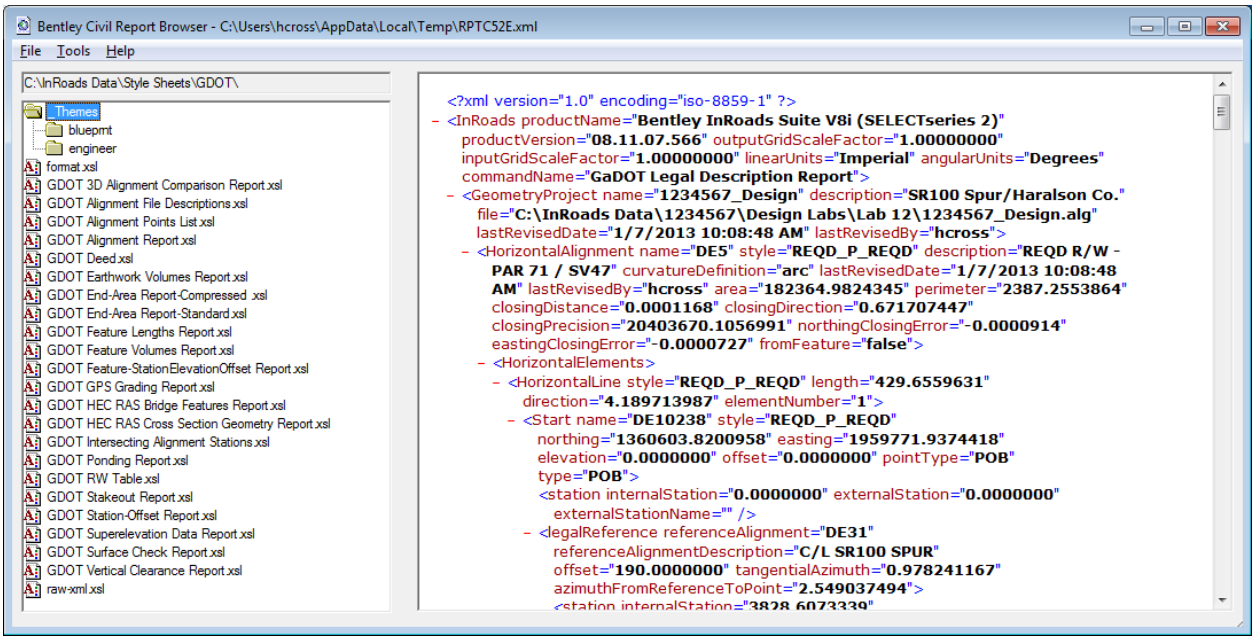

Figure L12-60 Bentley InRoads Report Browser
54.	**Open the Bentley Civil Report Browser.** • In the **GaDOT Legal Description** dialog, click **Apply**. The **Bentley Civil Report Browser** opens as shown in *Figure L12-60*.